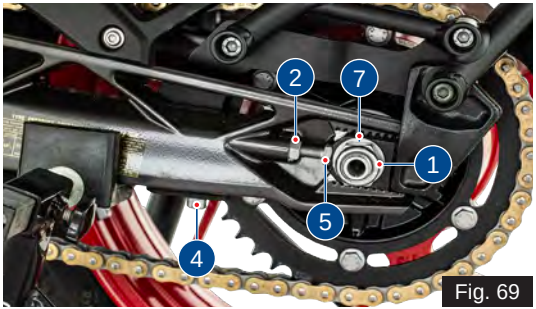

Fig. 69
- Loosen the rear axle nut (1) **(ref. Fig. 69)** using a proper spanner from the tool kit (refer **page 202**).
- Release the lock nuts (2 & 3) **(ref. Fig. 69 & 70)** using proper spanner from the tool kit.
- Loosen the wheel hugger bracket mounting screw (4) **(ref. Fig. 69).**
- Turn the adjuster screws (5 & 6) 'in' or 'out' to obtain the specified slackness in the chain **(ref. Fig. 69 &70)**.
- While ensuring that the notch in the chain adjuster (7 & 8) is adjusted to the same scale value on both left and right sides **(ref. Fig. 69 & 70)**.